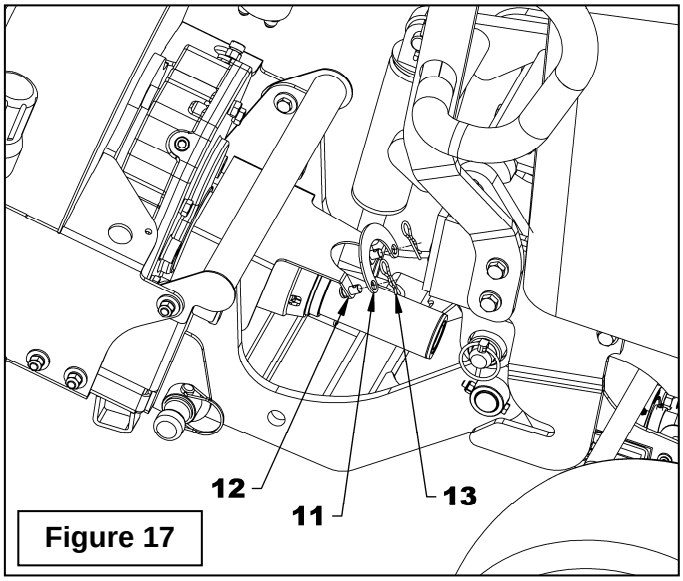

Figure 17
Figure 17 : Remove the "U" support (item 11) holding the snowblower driveline and attach it to the welded pins (item 12) in the opposite direction (upwards) with the two 2.5mm x 40mm hairpins (item 13).